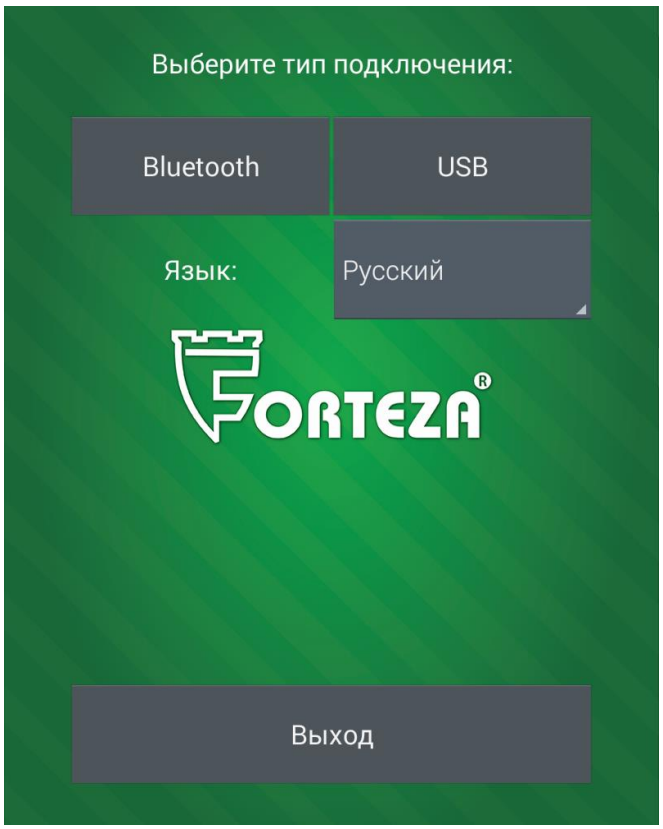
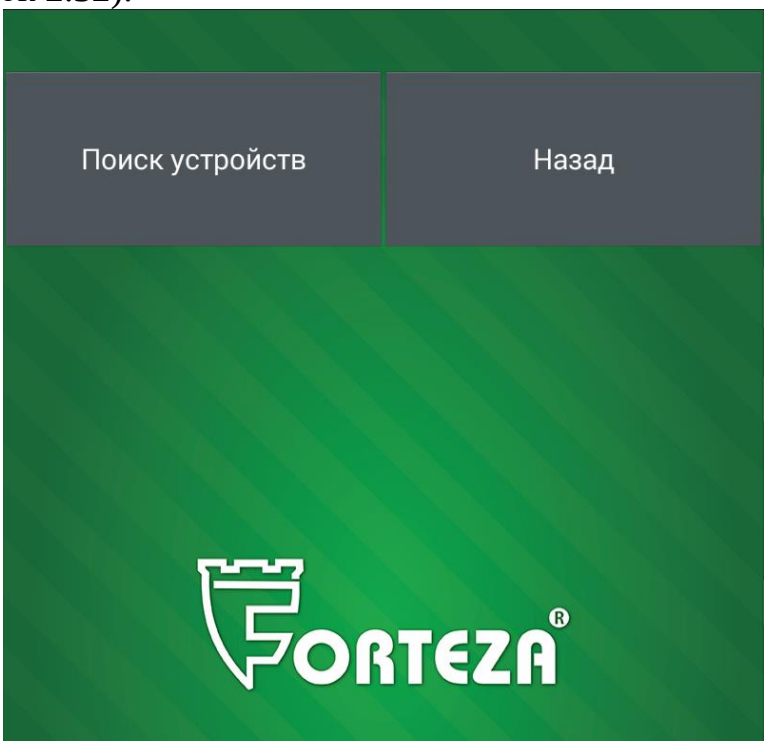

Рисунок 2.24
Рисунок 2.32
2.3.7.4.1.2 Запустить на Android устройстве программу «FM UNI» (рисунок 2.24).
2.3.7.4.5 Выбрать тип подключения «USB» (рисунок 2.24). Откроется окно программы (рисунок 2.26).
2.3.7.5.1 Запустить на Android устройстве программу «FM UNI» (рисунок 2.24).
2.3.7.5.3 Выбрать тип подключения «Bluetooth» (рисунок 2.24). Bluetooth на Android устройстве автоматически включится и откроется окно программы (рисунок 2.32).